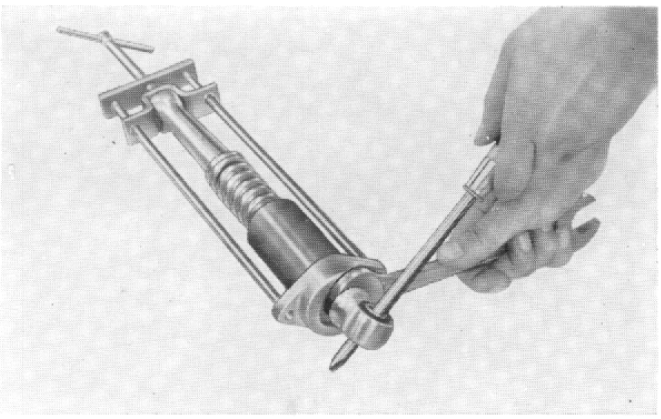

Fig. 72
(1) Remove the rear cushion assembly by loosening the upper and lower cap nuts.
(2) Disassemble the rear cushion component parts with the special tool as shown in Fig. 72. (Tool No. 07035-09800)